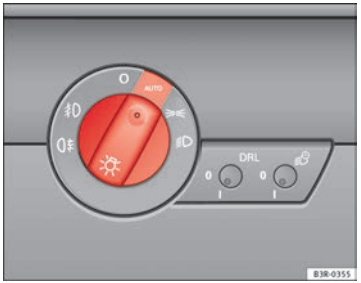

Fig. 84 Detailed view of the dash panel: Light switch
– Turn the light switch ⇒ Fig. 84 to the **AUTO** position.